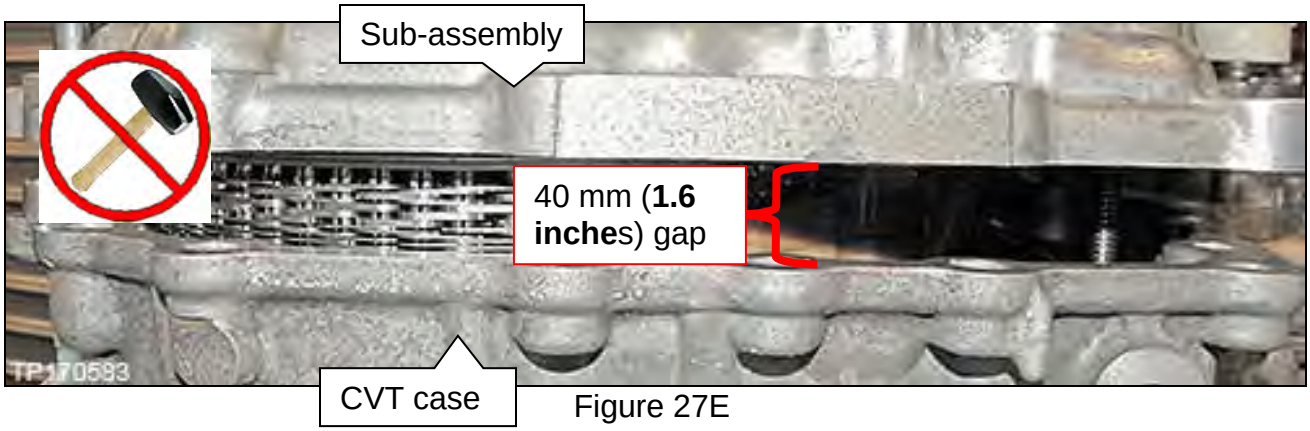

Figure 27E
b. Lower the sub-assembly until a gap of **40 mm (1.6 inches)** is present to the CVT case (Figure 27E on page 42) and then proceed to step 23.
IMPORTANT: Perform step 23 while the sub-assembly has a **40 mm gap (1.6 inches)** to the CVT case (Figure 27E).